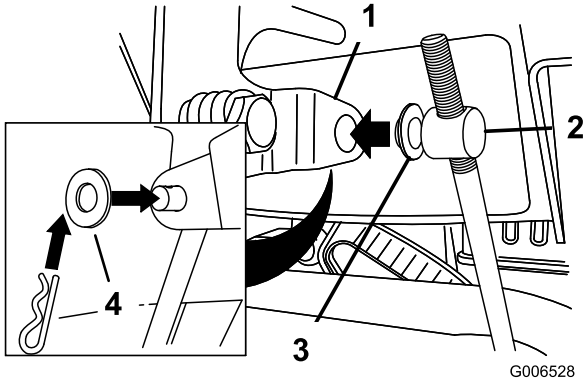

Rysunek 11
3. Zdejmij zawleczkę i podkładkę zewnętrzną z czopu zawieszenia obrotowego na górnym końcu drążka zmiany biegów (Rysunek 11).
Informacja: W celu ułatwienia montażu, pozostaw podkładkę płaską na czopie zawieszenia obrotowego (Rysunek 11).
6. Unieś drążek zmiany biegów i włóż czop zawieszenia obrotowego w otwór w dźwigni wybieraka biegów (Rysunek 11).
B. Odłącz czop zawieszenia obrotowego od dźwigni wybieraka biegów (Rysunek 11).
C. Obróć czop zawieszenia obrotowego w dół (w prawo) na drążku zmiany biegów (Rysunek 11).